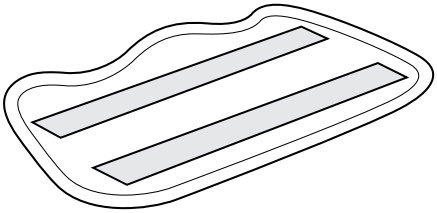

fig. 4
1. Wash pads in warm water. Wash separately from other laundry. Only use liquid detergent (not powder detergent). Do not use fabric softeners. Line dry or dry on a low dryer setting. (**fig. 4**)